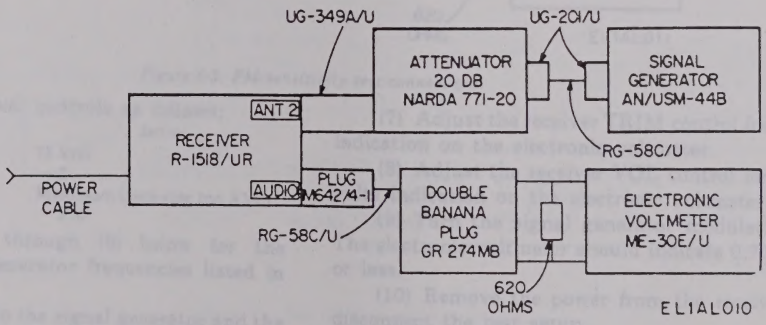

Figure 6-2. AM and CW sensitivity test connections.
(1) Perform *a*(1) abvoe.
(2) Connect the test equipment as shown in figure 6-2.
(1) Perform *a*(1) above.
(3) Set the receiver controls as follows: